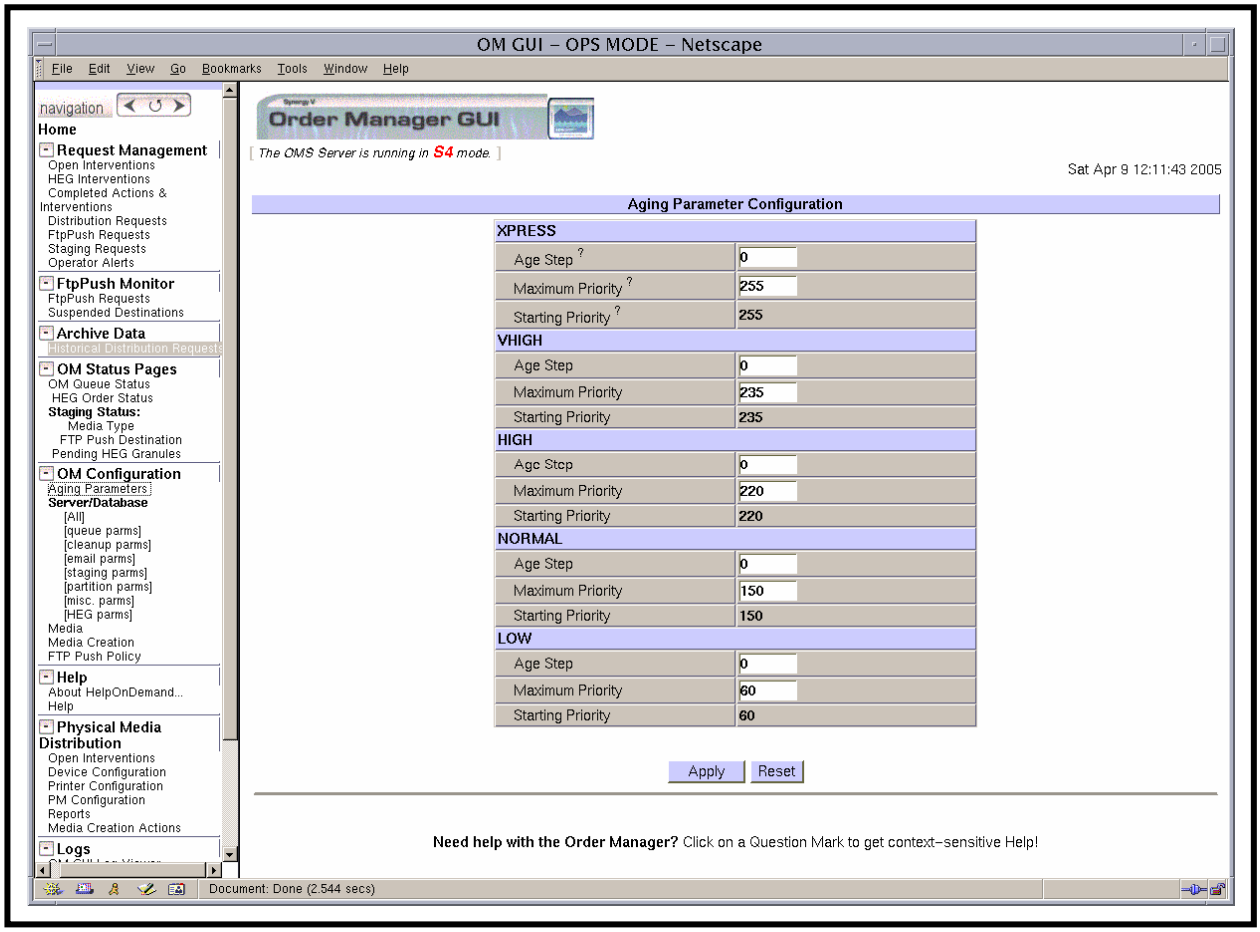

Figure 56. Aging Parameters Page
The **Aging Parameters** page (Figure 56) provides the full-capability operator with a means of checking and modifying aging parameter values.
2 If the **Aging Parameters** page (Figure 56) is not already being displayed, click on the **Aging Parameters** link in the navigation frame of the **OM GUI**.
- The **Aging Parameters** page (Figure 56) is displayed.